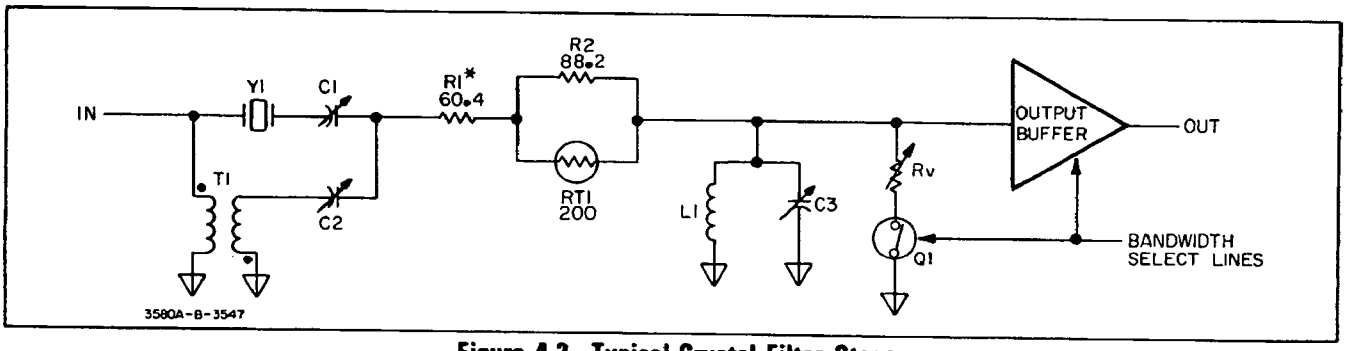

**Figure 4-2. Typical Crystal Filter Stage.**
**4-47. IF Filter.** The IF Filter consists of 5 synchronously-tuned crystal filter stages. Each stage (Figure 4-2) can be divided into 6 major sections: